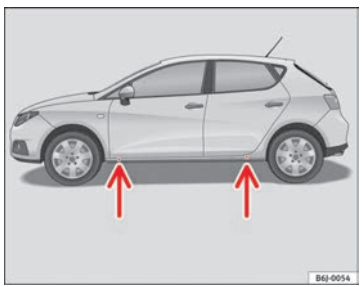

Fig. 140 Puntos de apoyo del gato
– Busque en el larguero inferior del vehículo el punto de apoyo mas cercano a la rueda pinchada ⇒ fig. 140.
En el larguero inferior van marcados los lugares en los que se puede apoyar el gato ⇒ fig. 140. Se ha previsto un lugar para cada rueda. El gato no debe colocarse en otros lugares.